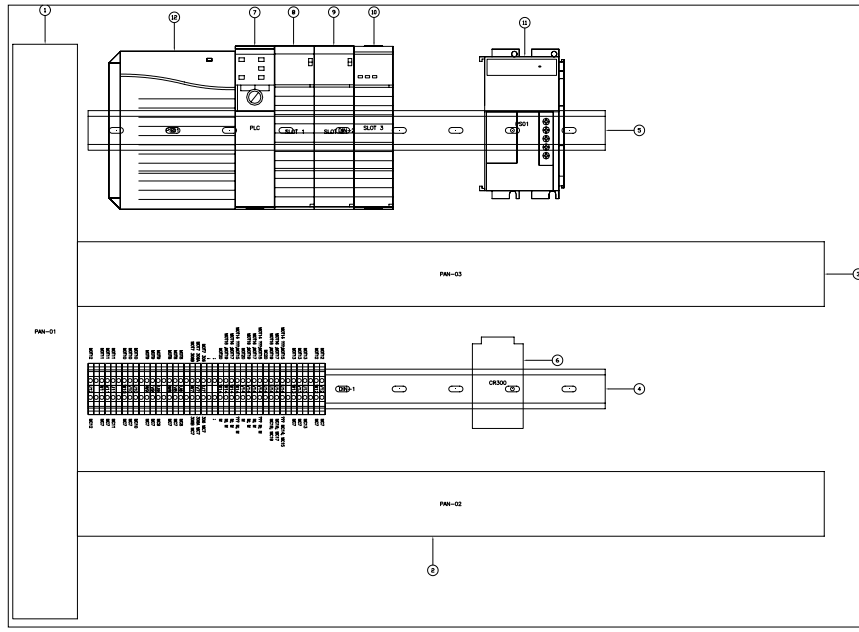

Figure P2-17 *Balloons added to all components*
11. When you complete adding balloons to the components, press ENTER to exit the command. Figure P2-17 shows the balloons inserted in all components.